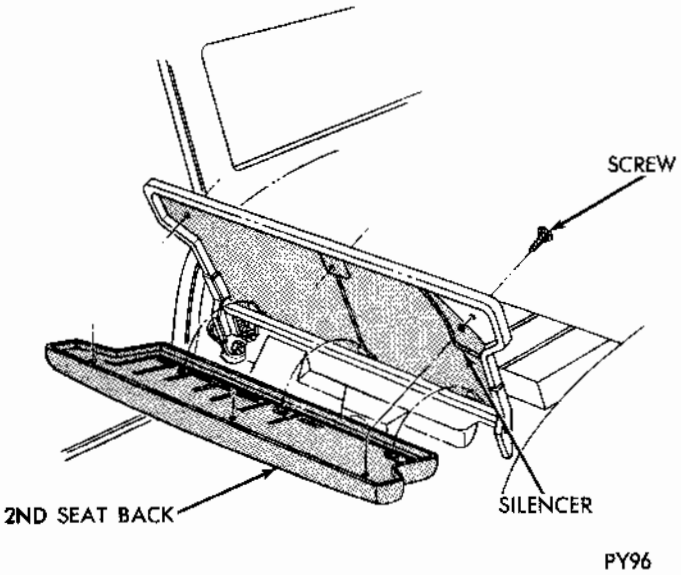

Fig. 32 - Second Seat Back
(1) Remove screws attaching set back to hinge assemblies (Fig. 32)
(2) Release catches from seat back and remove assembly.